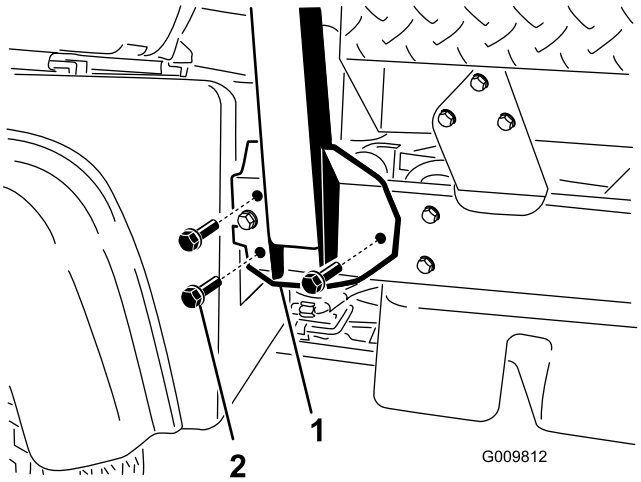

Rysunek 4
1. Dopasuj każdą stronę ramy ROPS do otworów montażowych w ramie z każdej strony pojazdu w sposób pokazany na Rysunek 4.